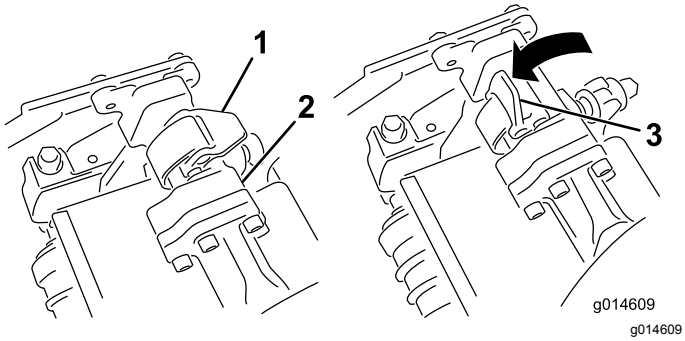
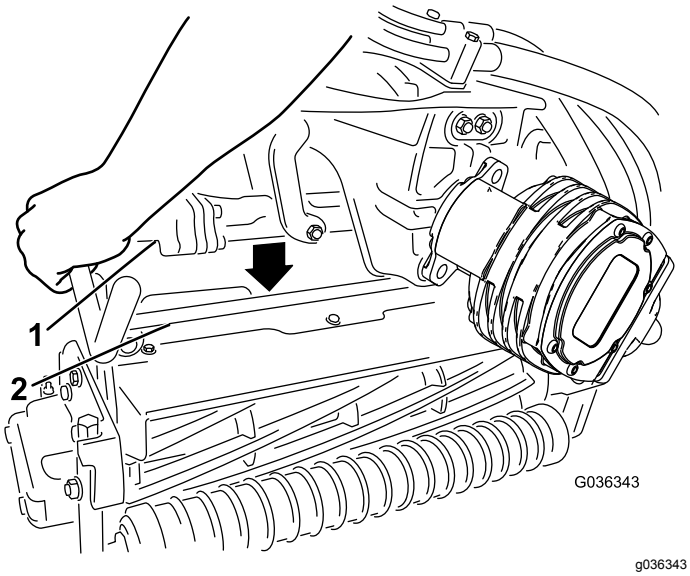

Figur 48
Figur 49
4. Mens låsehåndtagene på affjedringsarmen peger opad (dvs. er åbne) (Figur 48), skal du skubbe affjedringsarmen ned, så stangen kan sættes over tværstangen på klippeenheden øverst oppe (Figur 49).
5. Luk låsehåndtagene ned og omkring klippeenhedens stang, og lås dem på plads (Figur 48).
5. Åbn låsehåndtagene på affjedringsarmens stang på klippeenheden, som du fjerner (Figur 48).